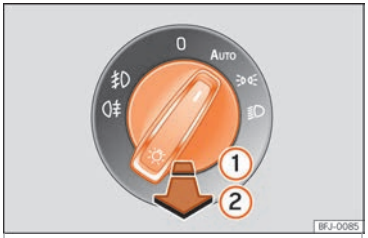

Abb. 113 Instrumententafel: Lichtschalter.
- **Einschalten der Nebelscheinwerfer*** ⦶: Ziehen Sie den Lichtschalter bis zur ersten Rasterung ››› Abb. 113 ① aus den Positionen ⇛, ≡D oder **AUTO** heraus.
- **Einschalten der Nebelschlussleuchte** ⦶: Ziehen Sie den Lichtschalter ② aus der Position ⇛, ≡D oder **AUTO** vollständig heraus.